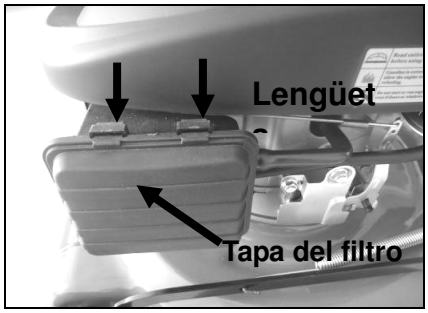

Fig.10A
1. Empuje hacia abajo las dos lengüetas que se encuentran en la parte superior de la tapa del filtro. (Fig.10A)